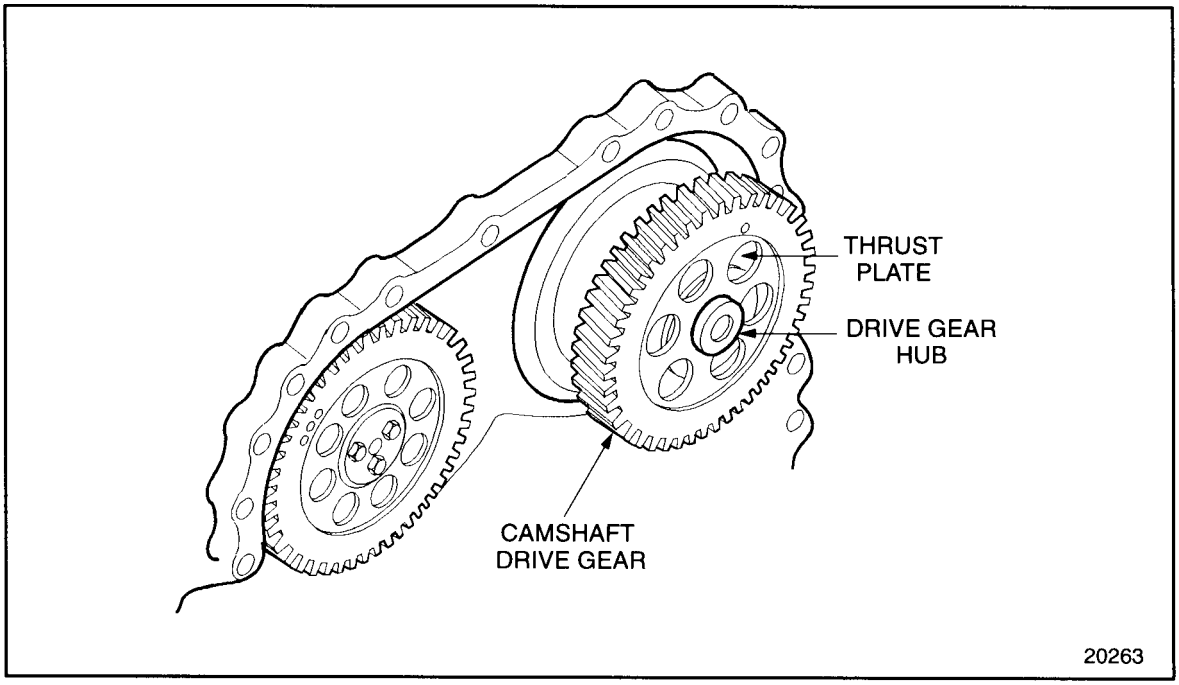

Figure 1-413 Camshaft Thrust Plate Assembly
7. Remove the camshaft thrust plate, hub, and camshaft drive gear as an assembly. See Figure 1-413.